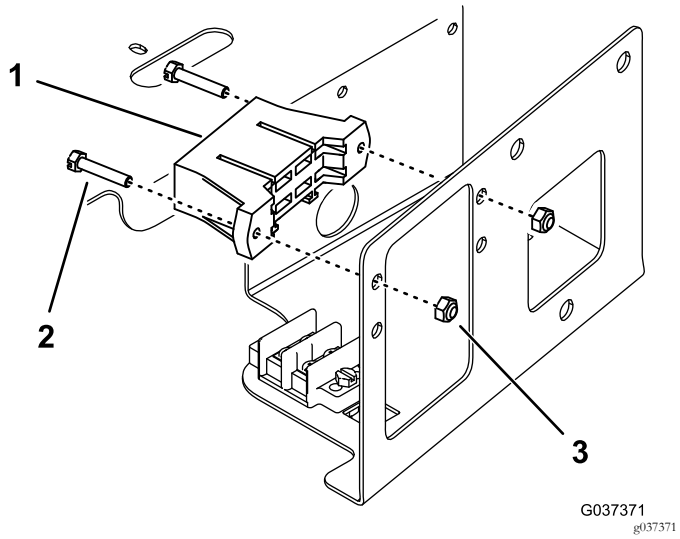

**Figuur 4**
4. Monteer de zekeringhouder aan de zijkant van het compartiment, boven de bestaande zekeringhouder, met 2 schroeven en 2 borgmoeren (Figuur 4).